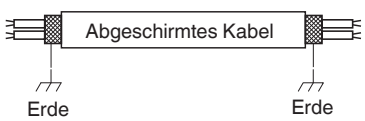

Abb. 4-6
(5) Als Einheiten-Steuerverbindungskabel (c) müssen abgeschirmte Kabel verwendet werden, wobei die Abschirmung auf beiden Seiten geerdet werden muss, da andernfalls Funktionsstörungen durch Störsignale auftreten können. (Abb. 4-6)